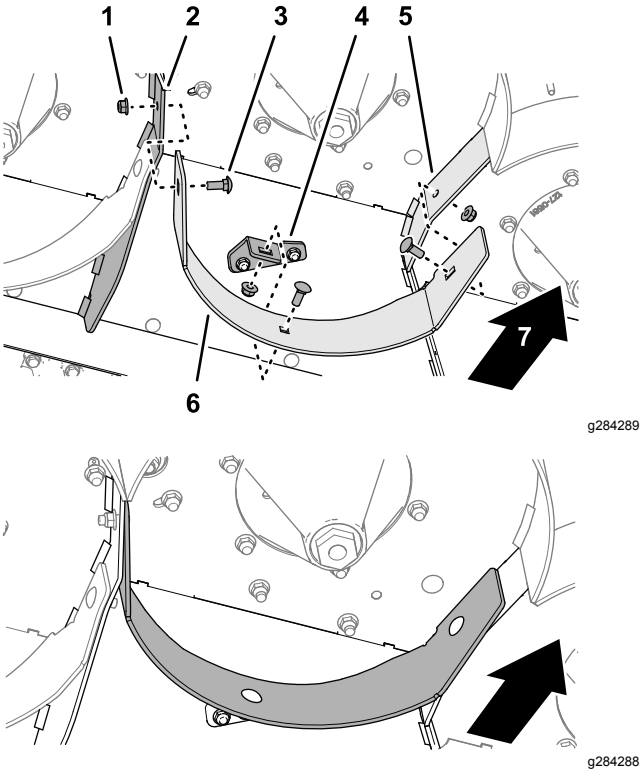

Figure 23
3. Align the holes in the center baffle with the hole in the right divider, the hole in the other center/right baffle support, and the left divider as shown in Figure 23.
4. Assemble the center baffle to the right and left dividers (Figure 23) with 3 carriage bolts (3/8 x 1 inch) and 3 flange locknuts (3/8 inch).